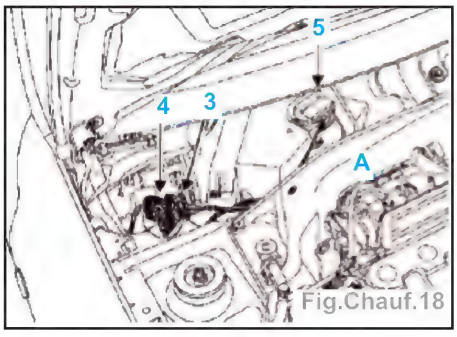

Fig.Chauf.18
- l'isolant (A) de la tôle de fermeture (sur les modèles concernés),
- les 6 vis de maintien de la tôle de fermeture (2) de la boîte à eau et l'extraire,
- Débrancher les connecteurs électriques (3, 4 et 5) sur les véhicules équipés de la climatisation régulée (Fig.Chauf.18).